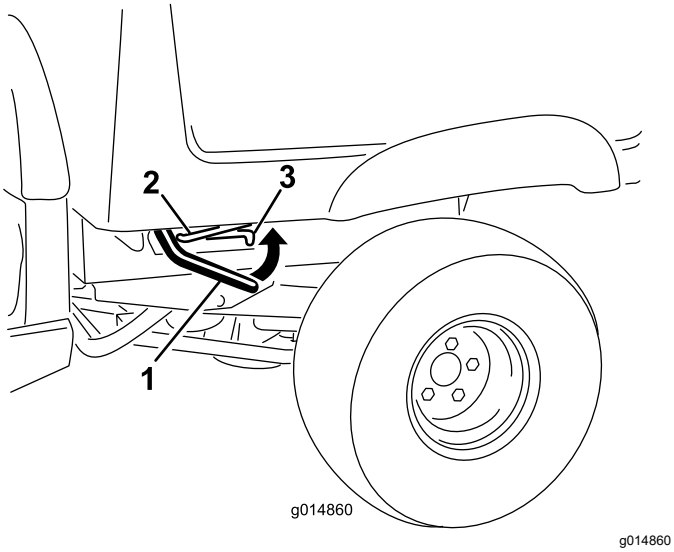

**Figura 12**
1. Levante la palanca situada en cada lado de la plataforma y eleve la plataforma (Figura 12).
1. Eleve la plataforma de carga un poco tirando hacia arriba de la palanca de enganche (Figura 12).